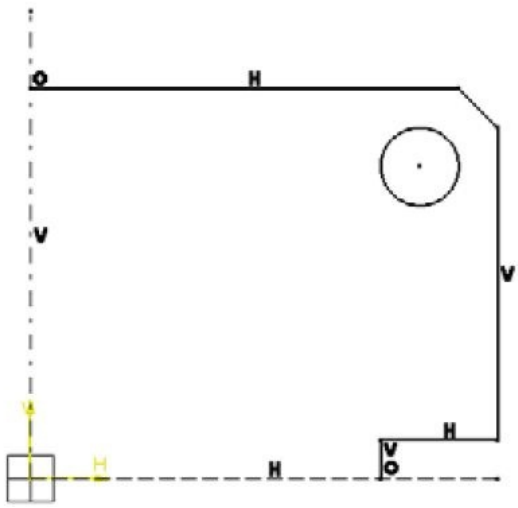

Figure 4-62 *First quarter of the sketch*
b. Apply the required geometrical and dimensional constraints to the sketch, refer to Figures 4-62 through 4-66.
5. Draw first quarter of the sketch, as shown in Figure 4-62, using the **Profile** and **Circle** tools.